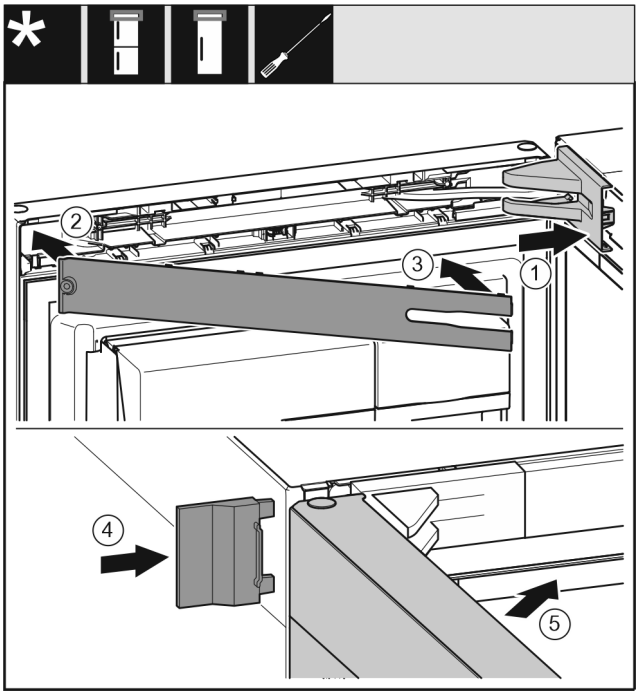

Fig. 46
- ▶ Lagerbokafdekking *Fig. 46 (1)* plaatsen en vastklikken, evt. voorzichtig uit elkaar drukken.
- ▶ Paneel *Fig. 46 (2)* plaatsen.
- ▶ Panelen *Fig. 46 (3)* naar binnen draaien en vastklikken.
- ▶ Buitenste afdekking *Fig. 46 (4)* erop schuiven.
- ▶ Bovenste deur *Fig. 46 (5)* sluiten.